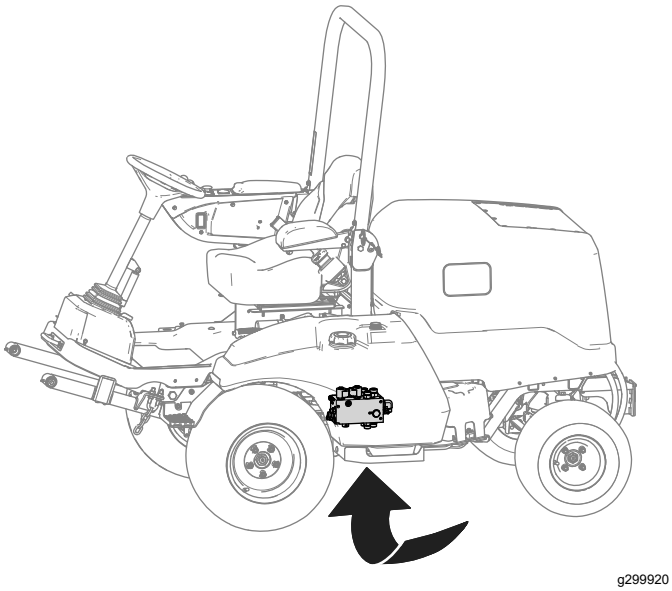

Bild 23
3. Suchen Sie den Hubverteiler unter der Maschine (Bild 23).